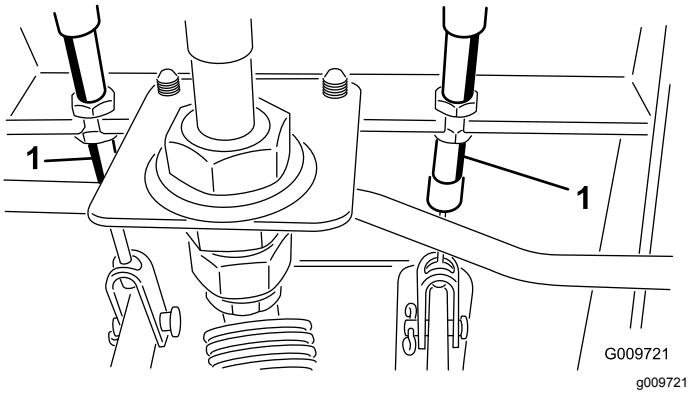

**Figur 74**
A. Lossa frontmuttern på den gängade änden av bromsvajern (Figur 74).